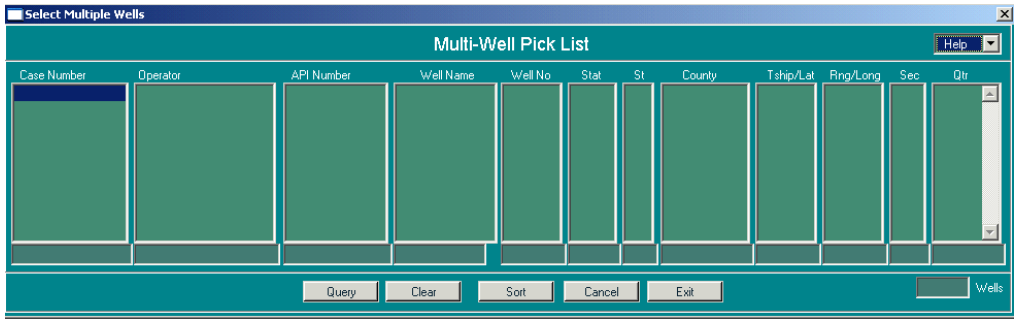

Figure 3-46: Select Multiple Wells Window
17. Click **Copy this Review to other Wells** to launch the *Select Multiple Wells* window to copy the current idle well review to multiple well completion records (Figure 3-46). The review should be copied to all completion records for a well. The review will only be counted once on the *Idle Well Progress Report* even if it is copied to multiple completions.